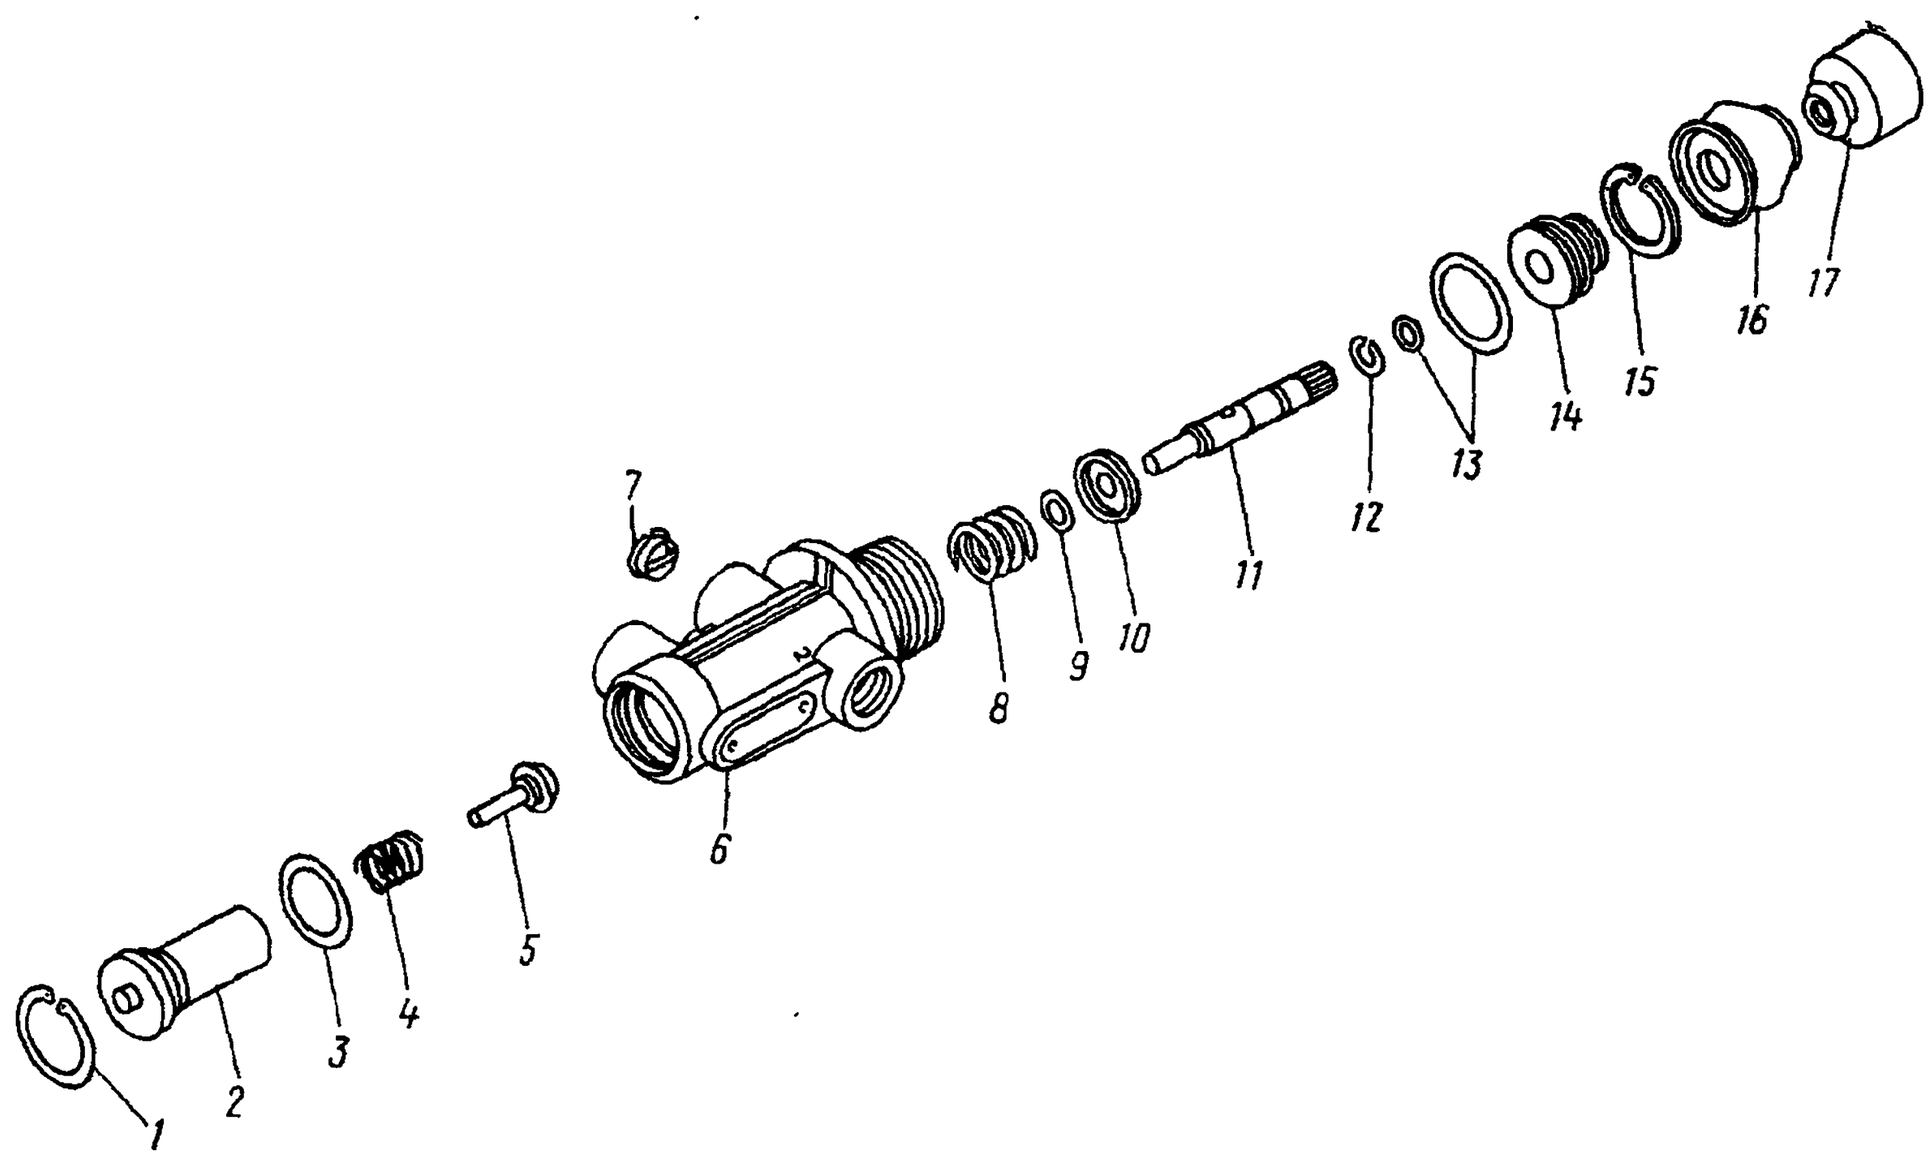

Рис. 331. Кран пневматический аварийного растормаживания стояночной тормозной системы:
2. Снимите колпачок *17* (рис. 331), защитный чехол *16*	Плоскогубцы